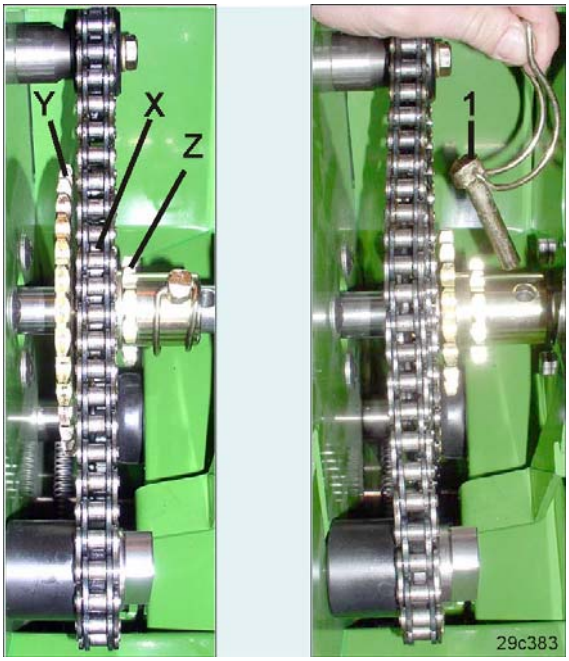

Fig. 94
5. Mit dem Haken (Fig. 82/1) die Rollenkette (Fig. 94) auf das richtige Kettenrad (X, Y oder Z) legen.
6. Verschieben Sie das Kettenrad entsprechend, wenn die Rollenkette nicht fluchtet. Nach jeder Verstellung das Kettenrad axial mit einem Klappstecker (Fig. 94/1) sichern.